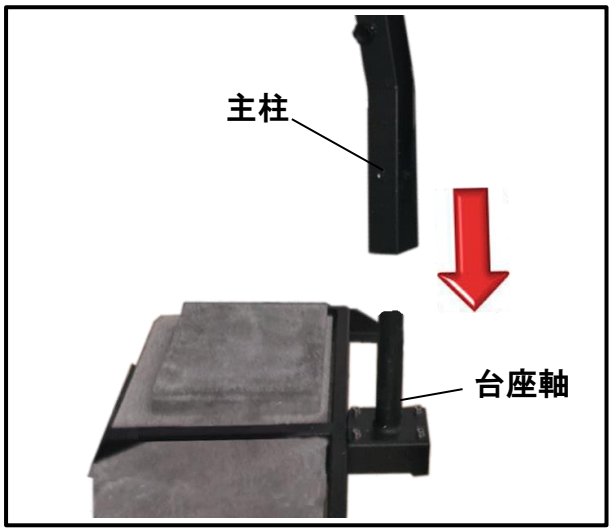

図.3
⑥　台座軸（C）に⑤で組み立てた主柱（D）を差し込みます。（図.3）